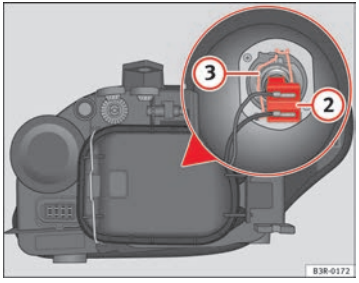

Fig. 199 Dipped headlights
- Pull the connector ⇒ fig. 199 (2) from the bulb.
- Unclip the retainer spring ⇒ fig. 199 (3) pressing inwards to the right.